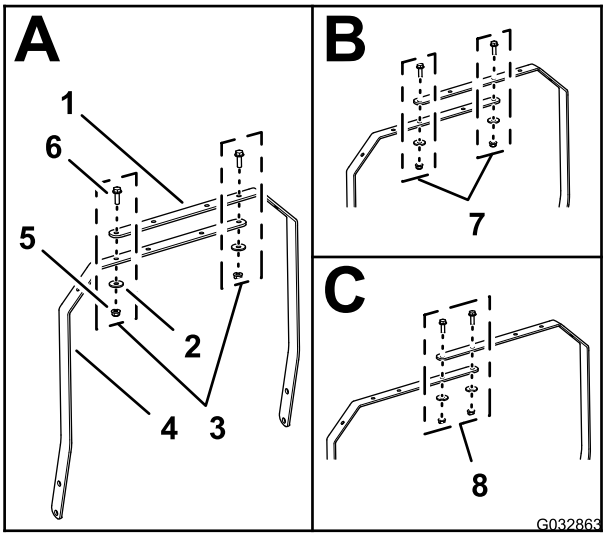

図 9
- **800 シリーズ**左右のライト用バーストラップの直線ブレーキの端から一番遠い2つの穴どうしを整列させる図 9のA。
- **1000 シリーズ**左右のライト用バーストラップの直線ブレーキの端から一番遠い2つの穴どうしを整列させる図 9のB。
- **1600 シリーズ**左右のライト用バーストラップの直線ブレーキの端から一番遠い2つの穴どうしを整列させる図 9のC。